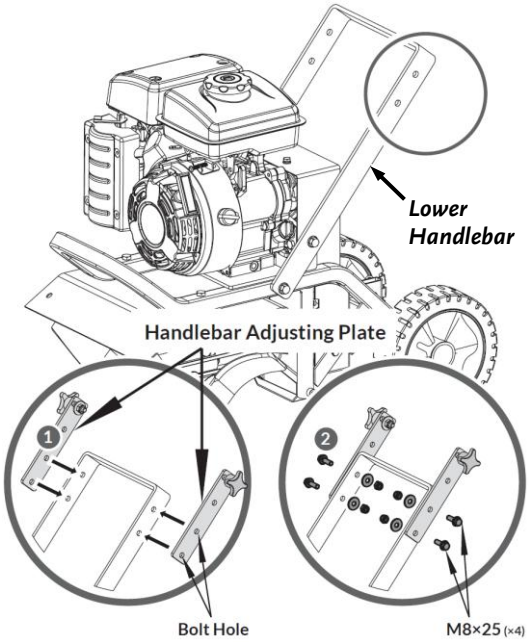

Figure 7
4. Install the two Handlebar Adjusting Plates to the Lower Handlebar with four M8×25 Bolts, M8 Washers, and M8 Nuts using two 13mm Wrenches (***Figure 7***).